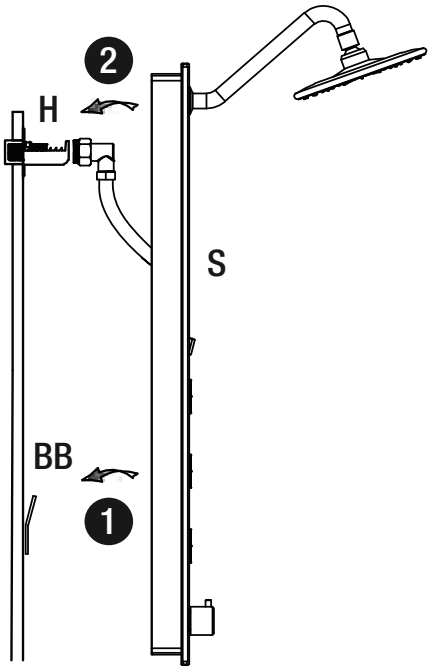

Fig.16
- Hang the bottom of the shower column (S) on the bottom bracket (BB) first, then hang the shower column (S) on the stainless steel mounting bracket (H) through the holes in the shower column, see Fig. 16.